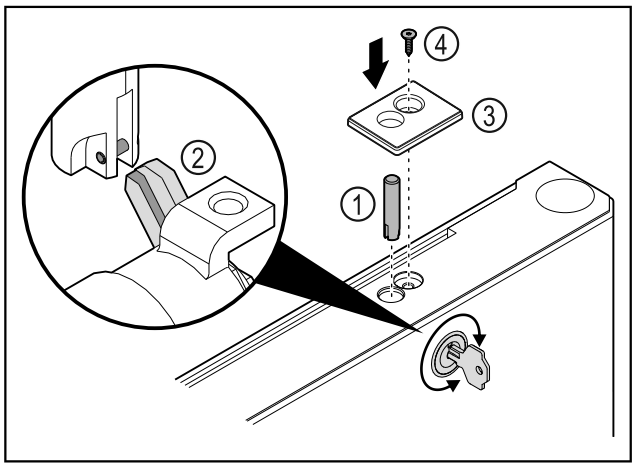

Fig. 37
▶ Introduceți bolțul încuietoarei *Fig. 37 (1)*.
▶ Rotiți ușor încuietoarea, astfel încât bolțul încuietoarei *Fig. 37 (2)* să se fixeze în poziție în canelura încuietoarei.
▶ Introduceți apărătoarea *Fig. 37 (3)*.
▶ Introduceți șurubul *Fig. 37 (4)*.